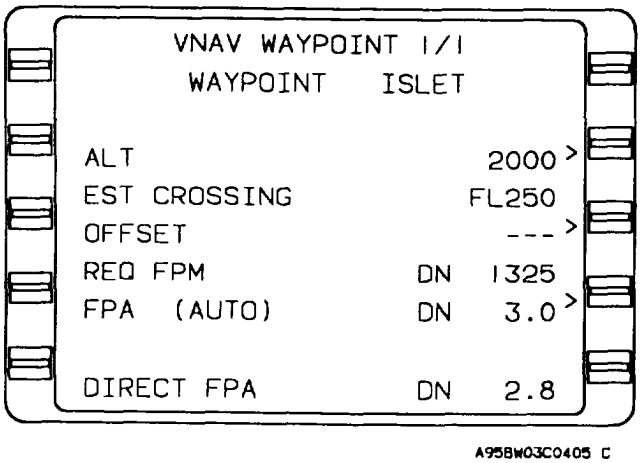

Figure 3-41. VMAV Waypoint 1/1 Page
(1) PLAN 1/5 (page 1 of 5), FUEL STATUS (fig. 3-41).